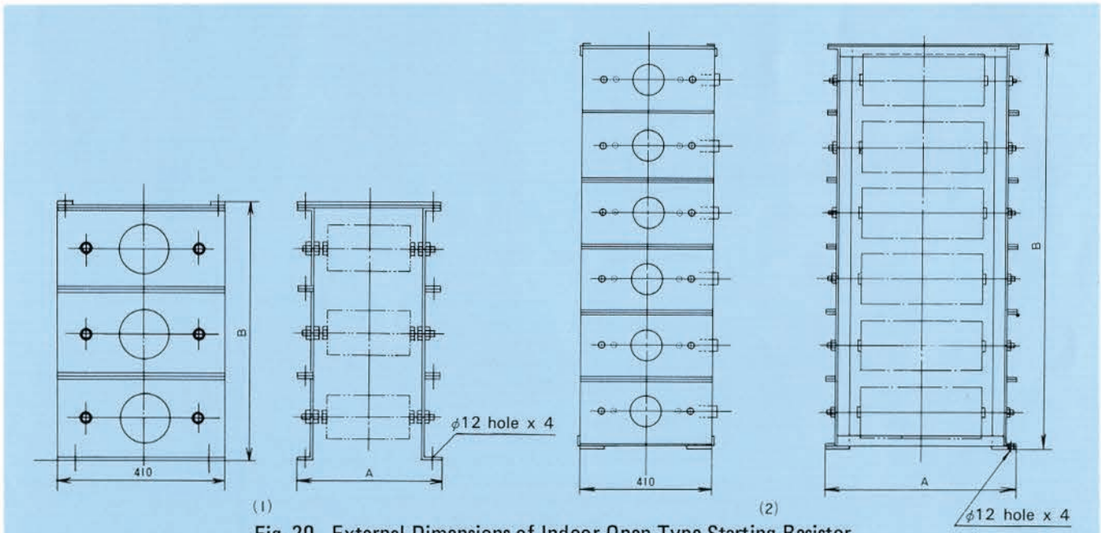

Fig. 20 External Dimensions of Indoor Open Type Starting Resistor
| 55 | 1 | 590 | 220 | Fig. 20 (1) |
| 400 | 4 | 590 | 860 | Fig. 20 (2) |